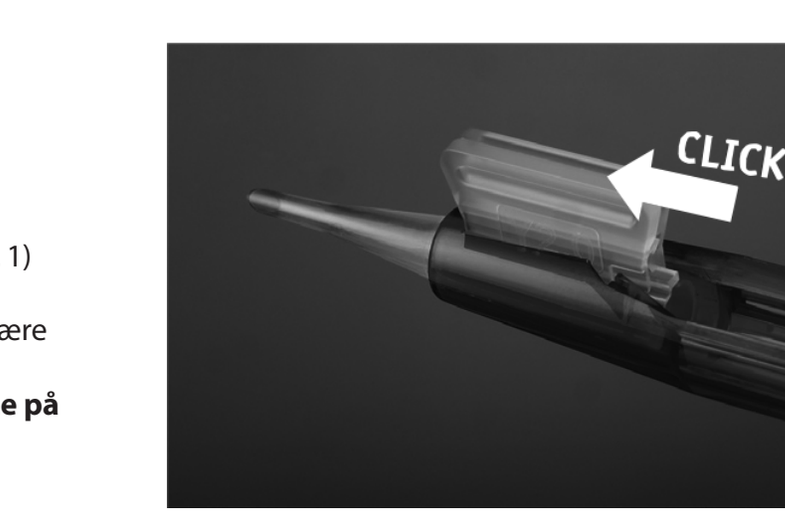

Fig. 6
7. Skyv kassetten forover til du hører et knepp. (fig. 6)